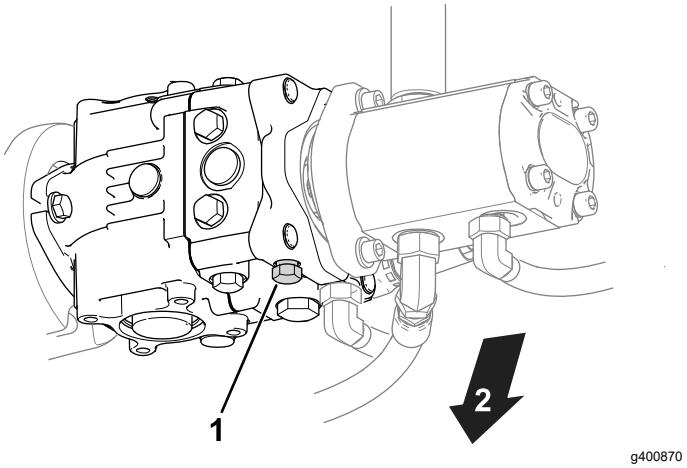

Figur 27
1. Lokalisera förbikopplingsventilen på pumpen (Figur 27).